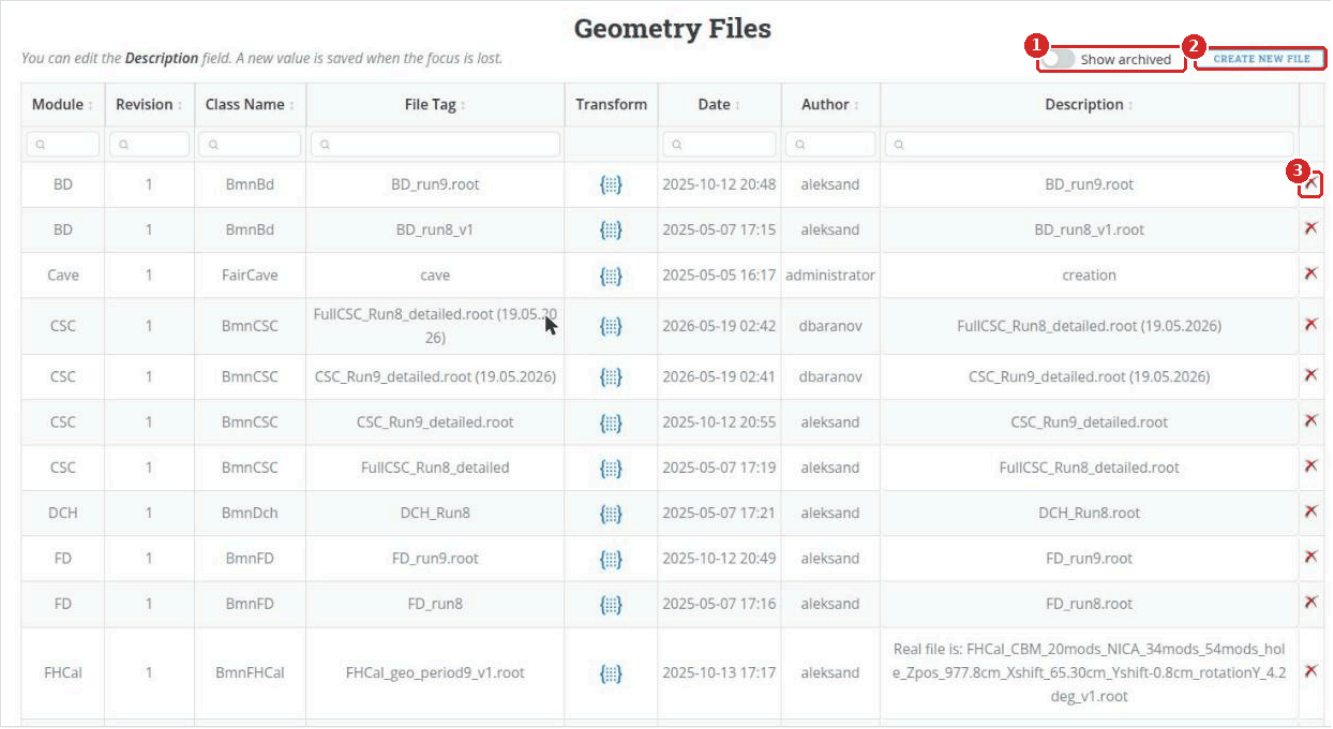

Рисунок 22. EDIT GEOMETRY FILES: (1) Show archived, (2) CREATE NEW FILE, (3) удаление или архивирование
1. В меню выберите **EDIT GEOMETRY › EDIT GEOMETRY FILES**. Откроется таблица **Geometry Files** (рисунок 22).